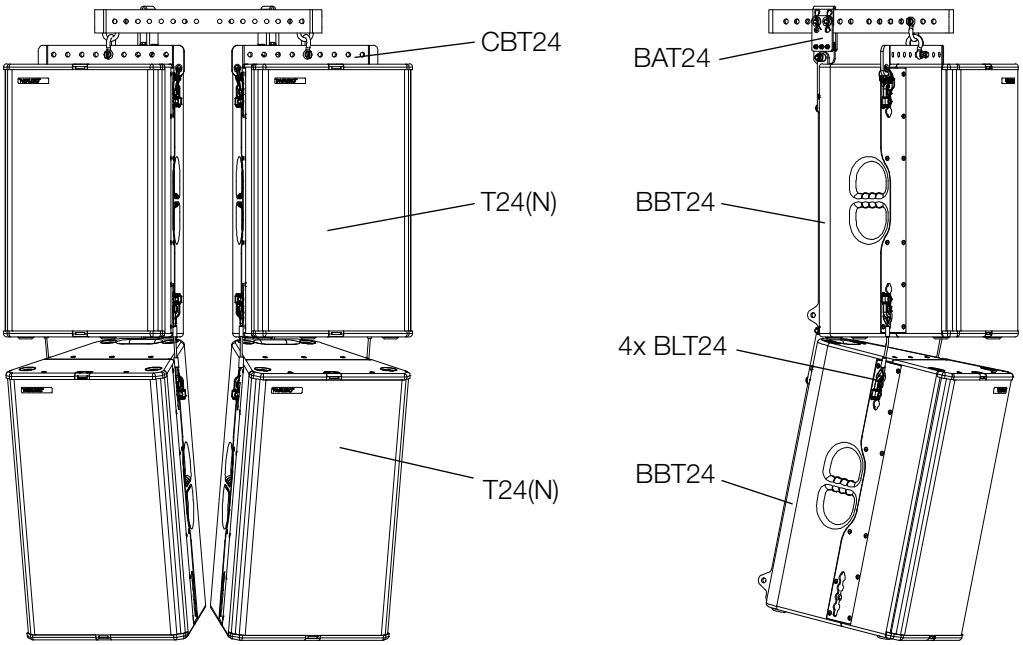

Abbildung 4.6 - Standardvariante
Als Standardvariante hat sich die Variante etabliert in der vier T24(N) Lautsprecher mit zwei CBT24 Aufhängeschienen, vier BBT24 Tragelementen sowie zwei BAT24 Adapter und vier BLT24 Boxlink-Verbinderseile verwendet werden. (Siehe Abbildung 4.6)